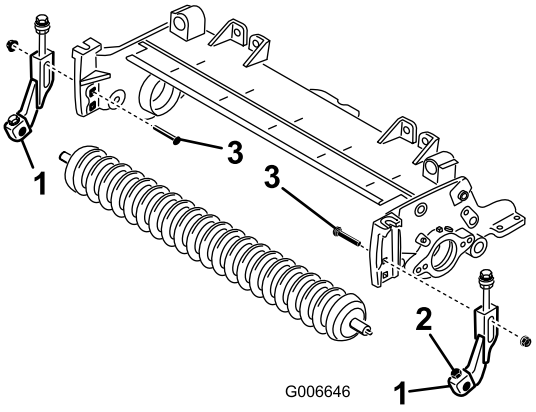

Figur 20
16. Via det øverste, firkantede hul i hver sideplade monteres klippehøjdebeslagene løst på klippeenhedens sideplader med de bræddebolte, der blev fjernet tidligere, og nye 3/8 tommers flangemøtrikker. Placeringen skal være som vist i figur Figur 20.
18. Centrer rullen mellem beslagene, og lås den fast med maskinskruerne og låsemøtrikkerne på beslagene (Figur 20).